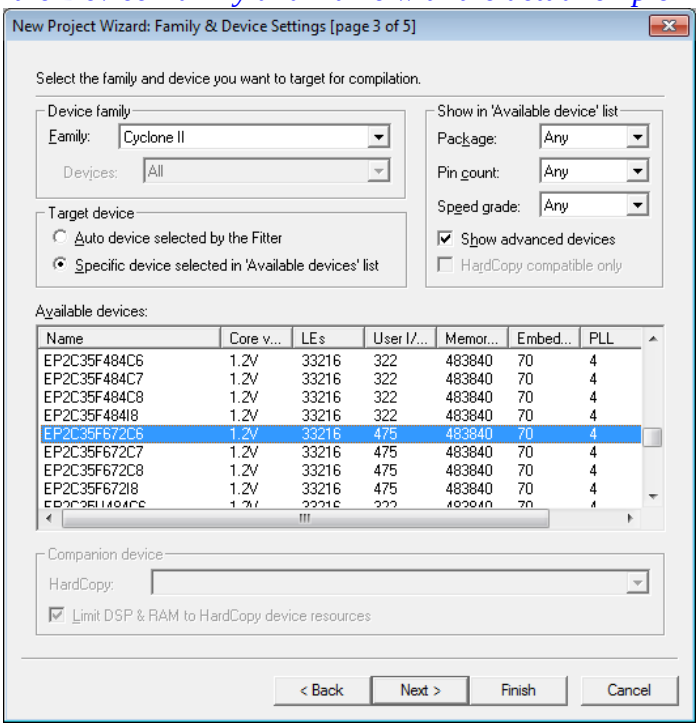

Figure 2
f. Select Family **Cyclone II** as shown in Figure 2.